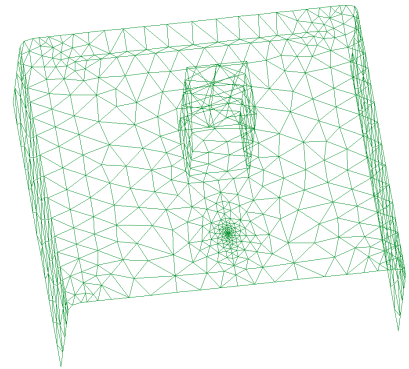

Figure 5. The mesh with a concentration of elements around the point.
6. A concentration of elements appears around the chosen point, given the selected size (0.1) of these elements (see Figure 5).